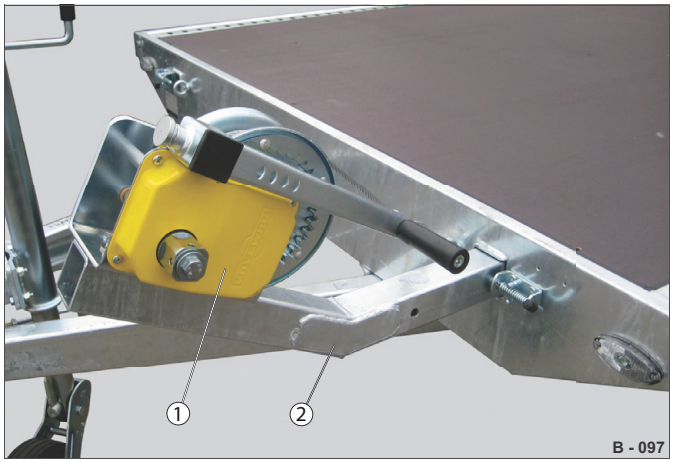

Abb. 37 Varianta 1: Lanový naviják přemístitelný
▶ Umístěte držák lanového navijáku (Abb. 37/2).
▶ Uveďte ruční páku do parkovací polohy (viz Abb. 37) a zajistěte ji.